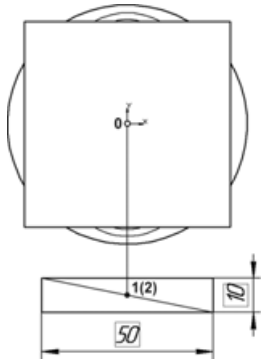

Рис. 6.29
- С помощью команды **Объединить точки** совместите точки 1 и 2. Прямоугольник переместится в эскизе, точка 2 совпадет с точкой 1 (рис. 6.29).